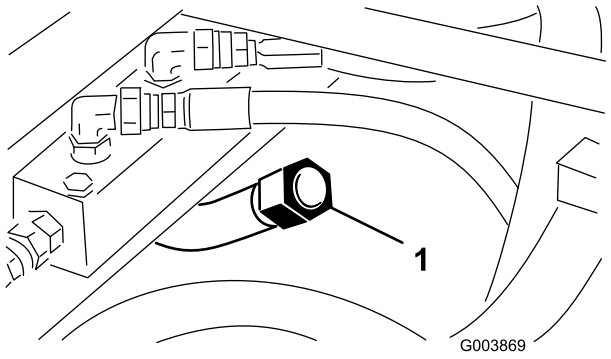

Figur 27
3. Skruva loss oljestickan från växellådans påfyllningsrör (Figur 27), och torka av stickan med en ren trasa.